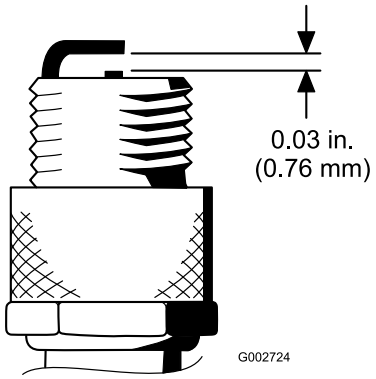

**Figuur 45**
4. Zorg ervoor dat de elektrodenafstand tussen de centrale elektrode en de massa-elektrode 0,76 mm bedraagt (Figuur 45).